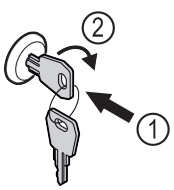

Fig. 132 Reprezentare exemplificatoare
▶ Introduceți cheia prin apăsare *Fig. 132 (1)*.
▶ Rotiți cheia cu 90° în sensul acelor de ceasornic *Fig. 132 (2)*.